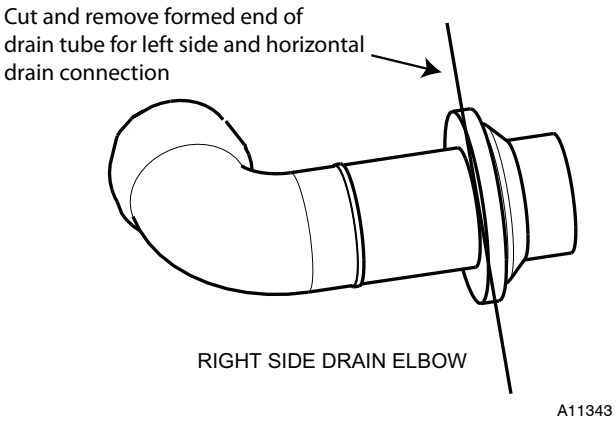

Fig. 15 - Modify Drain Tube
6. Remove the formed grommet on the tube by cutting the tube along the vertical line located about 1 inch (25 mm) away from the formed grommet.(See Fig. 15.)
5. Remove the formed grommet on the tube to create an elbow or straight connector. (See Fig. 15.)